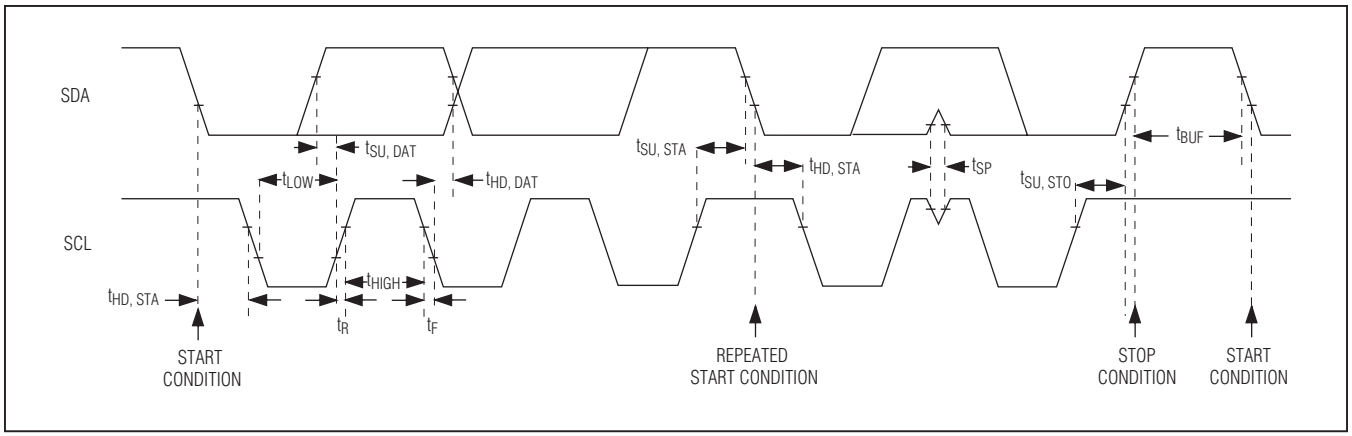

Figure 4. 2-Wire Interface Timing Diagram
The device features an I²C/SMBus™-compatible, 2-wire serial interface consisting of a serial data line (SDA) and a serial clock line (SCL). SDA and SCL facilitate communication between the device and the master at clock rates up to 400kHz. Figure 4 shows the 2-wire interface timing diagram. The master generates SCL and initiates data transfer on the bus. A master device writes data to the device by transmitting the proper slave address followed by the register address and then the data word. Each transmit sequence is framed by a START (S) or Repeated START (Sr) condition and a STOP (P) condition. Each word transmitted to the device is 8 bits long and is followed by an acknowledge clock pulse. A master reading data from the device transmits the proper slave address followed by a series of nine SCL pulses. The IC transmits data on SDA in sync with the master-generated SCL pulses. The master acknowledges receipt of each byte of data. Each read sequence is framed by a START or Repeated START condition, a not acknowledge, and a STOP condition. SDA operates as both an input and an open-drain output. A pullup resistor, typically greater than 500Ω, is required on the SDA bus. SCL operates as only an input. A pullup resistor, typically greater than 500Ω, is required on SCL if there are multiple masters on the bus, or if the master in a single-master system has an open-drain SCL output. Series resistors in line with SDA and SCL are optional. Series resistors protect the digital inputs of the device from high-voltage spikes on the bus lines, and minimize crosstalk and undershoot of the bus signal.